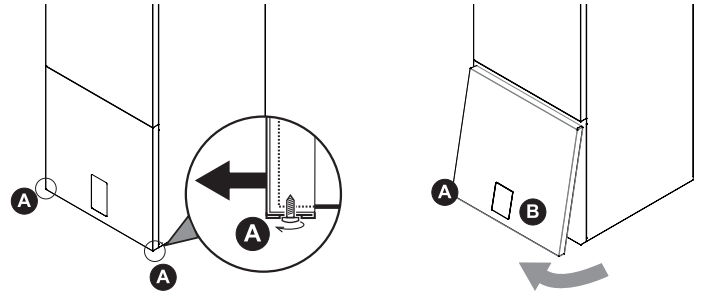

fig. 16 - front panel dismounting
- Partially unscrew the screws A (see “fig. 16 - front panel dismounting”).
- Pull the panel B out and release it from the upper fixings (see “fig. 16 - front panel dismounting”).